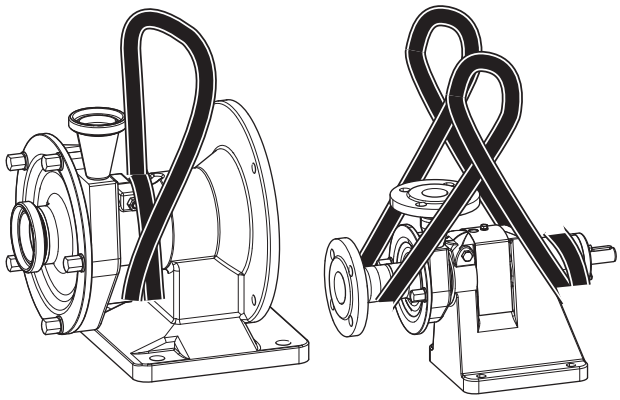

Fig. 57 Transport med kran
1. Legg rundslyngen to ganger rundt laternehalsen (se *Fig. 57 „Transport med kran", Seite 34*).
1. Legg rundslyngen to ganger rundt den bakre enden av lagerbukken (se *Fig. 57 „Transport med kran", Seite 34*).